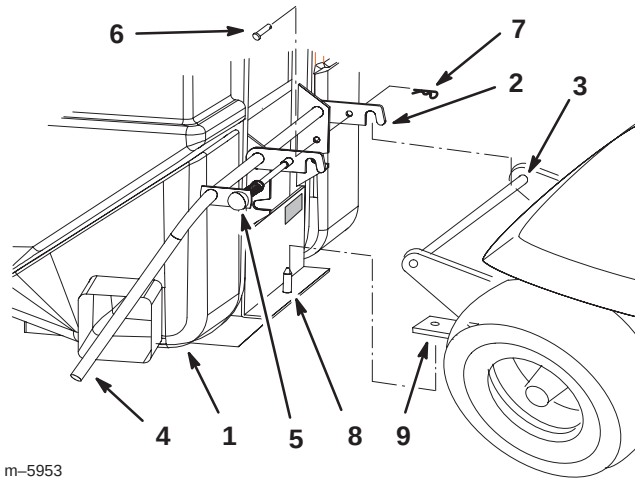

Bild 11
4. Platzieren Sie die Haken der Schnellanbauvorrichtung am Kollektor über die runde Stange der Schnellanbauvorrichtung (Bild 11).
5. Ziehen Sie den Hebel der Anbauvorrichtung nach oben. Der Füllkasten wird angehoben und der Kollektorstift wird in die Anbauvorrichtungserweiterung eingekuppelt (Bild 11).
6. Ziehen Sie die Sperrstift heraus, damit der Kollektor ganz in die aufrechte Stellung angehoben werden kann (Bild 11).
7. Lassen Sie den Sperrstift los, wenn der Kollektor senkrecht ist. Arretieren Sie dann den Kollektor in dieser Stellung (Bild 11).
8. Befestigen Sie den linken Haken der Anbauvorrichtung mit einem Lastösenbolzen (3/8 x 1-1/2 Zoll) und einem Splint (Bild 11).